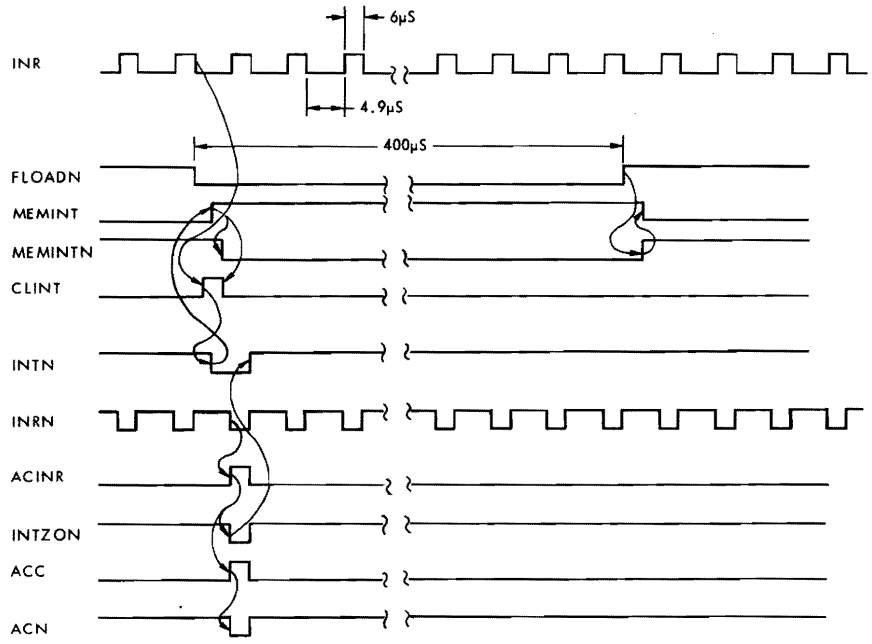

Figure 6-6 Interrupt Trigger Control — Waveforms
6.38 Trigger Control Gate Flip-Flop. When the CPU operates on programmed channel with interrupts inhibited, it sends a rapid stream of INR command pulses separated by approximately 4-9μS. These pulses effectively interrogate the control unit for 'interrupt set' condition. The control unit sends an ACN pulse to signal the CPU when an INR command is accepted and this is interpreted by the CPU as the required clock information. Subsequent INR pulses are prevented from retriggering the 'interrupt' flip-flop by the 'trigger control' gate flip-flop (refer to Figure 6-6).